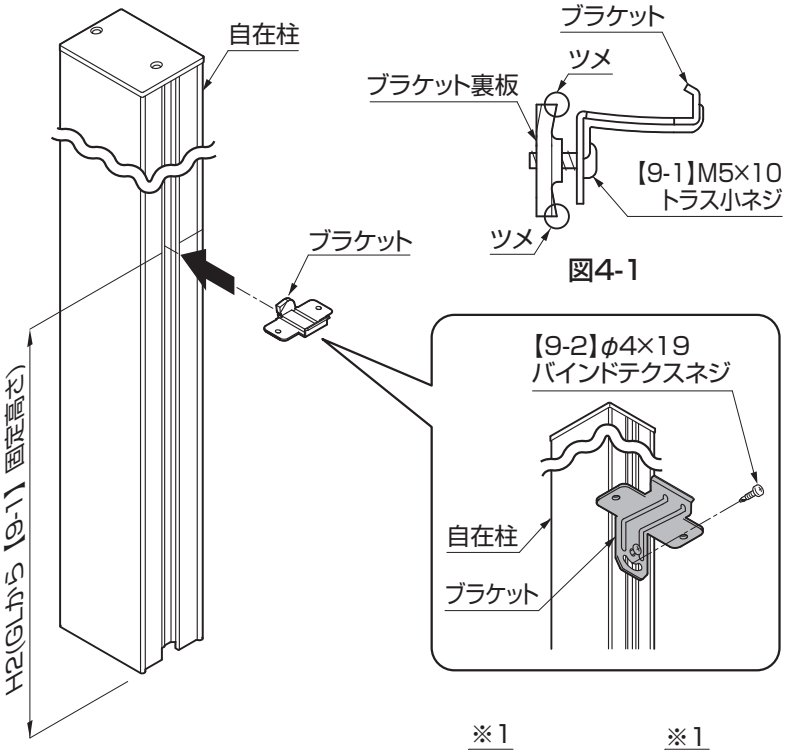

図4-1
①ブラケットにブラケット裏板を【9-1】で仮組してください。(図4-1参照)